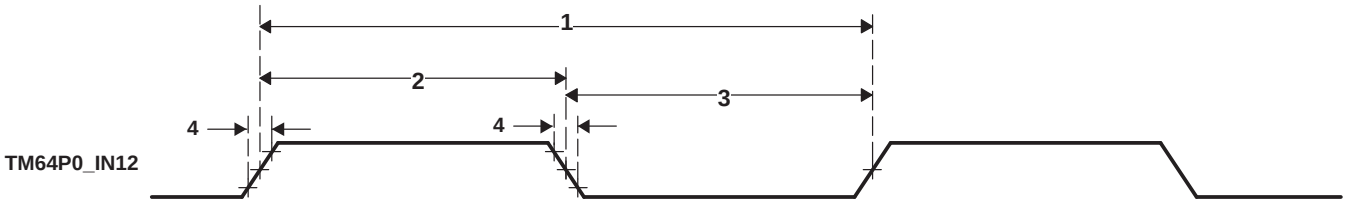

Figure 6-82. Timer Timing
Table 6-132. Timing Requirements for Timer Input(1) (2) (see Figure 6-82)